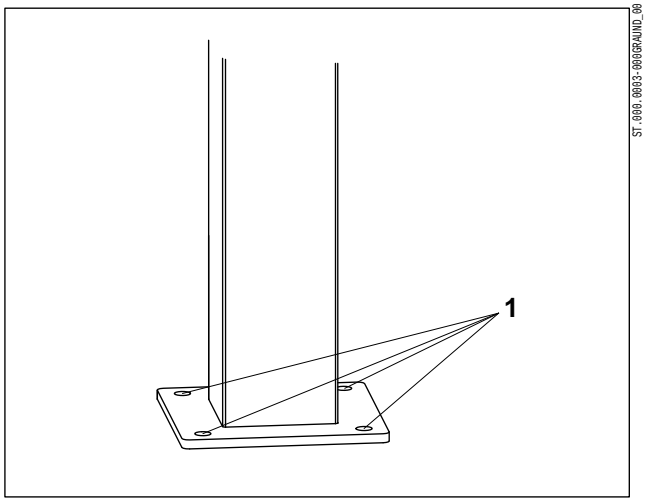

Abb. 4 Bodenplatte der Stele
2. Zeichnen Sie die vier Bohrungen mithilfe der Bodenplatte (Abb. 4/1) der Stele auf dem Fundament an.